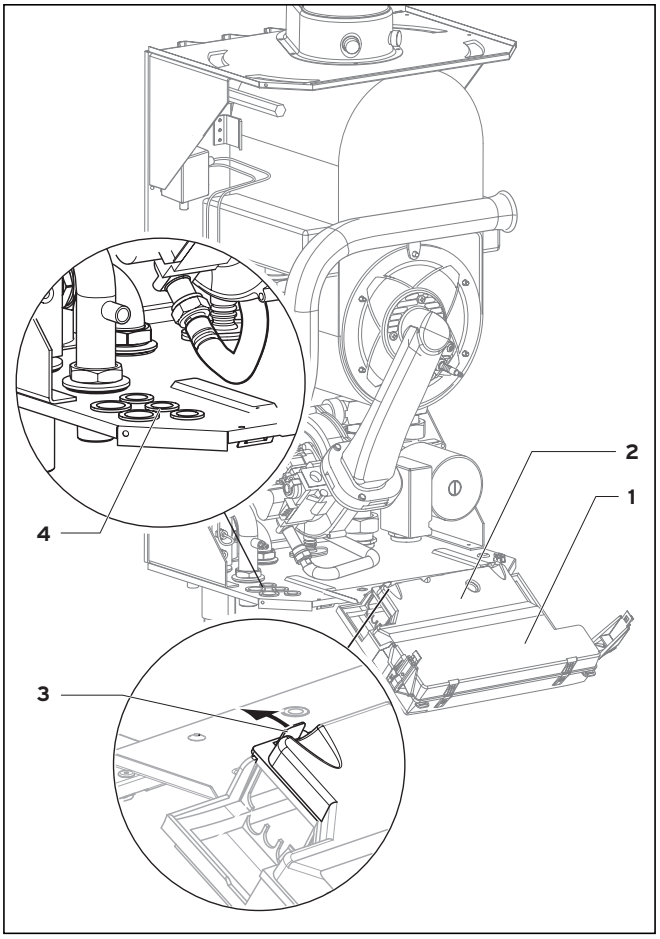

Рис. 4.9 Открытие задней стенки распределительной коробки
- Затем введите соединительные кабели (5) в блок электроники и отрежьте их требуемым образом (см. рис. 4.9).
- Снимите оболочку с соединительных кабелей на 2-3 см и удалите изоляцию жил (см. рис. 4.9).
- Отсоедините заднюю крышку распределительной коробки (1) в точках (2) и поднимите крышку вверх.
- Проведите соединительные кабеля подключаемых компонентов через кабельные вводы (4) слева на нижней стороне аппарата.
- Затем введите соединительные кабели (5) в блок электроники и отрежьте их требуемым образом.